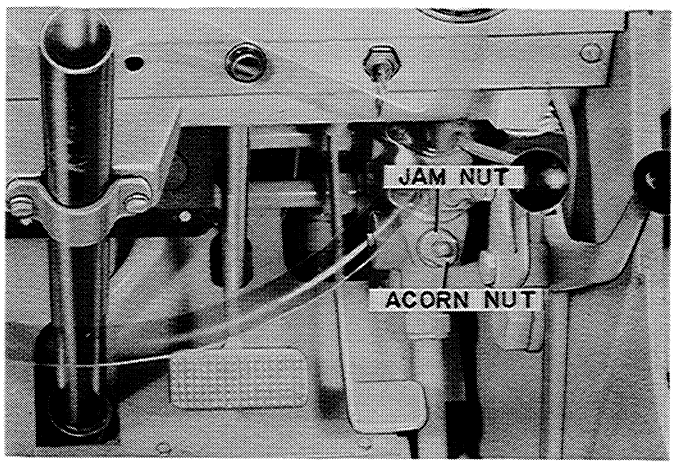

Figure D-51
4. To adjust the pressure relief valve, remove the acorn nut and loosen the lock nut, Figure D-51. Turn the adjusting screw in or out to obtain the right pressure setting.